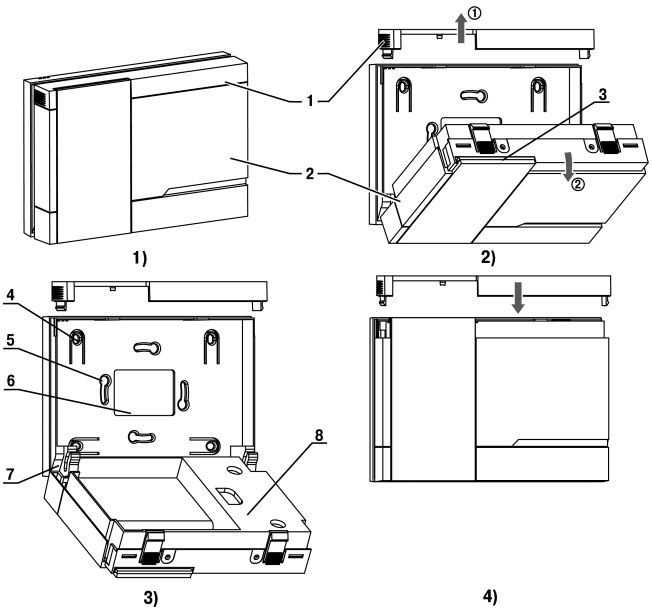

Рисунок 4.3 – Монтаж прибора настенного исполнения Н2
1. Подготовить прибор к монтажу. Для этого следует снять фиксирующую планку (рисунок 4.3, *2*, поз. 1) и отсоединить электронный блок (там же, *2*, поз. 2) от кронштейна (там же, *2*, поз. 3).